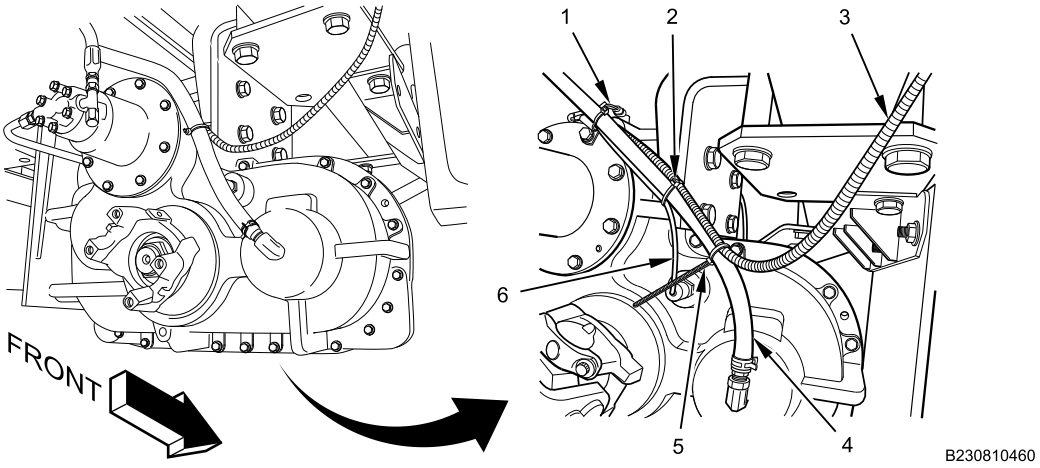

Figure 4. Transfer Case Vent Tube.
6. Remove fuel line cable lock straps (Figure 4, Item 1, 2, and 5) from fuel line tubing (Figure 4, Item 3), transfer case vent tube (Figure 4, Item 4), and transfer case engagement sensor harness (Figure 4, Item 6). Discard cable lock straps.